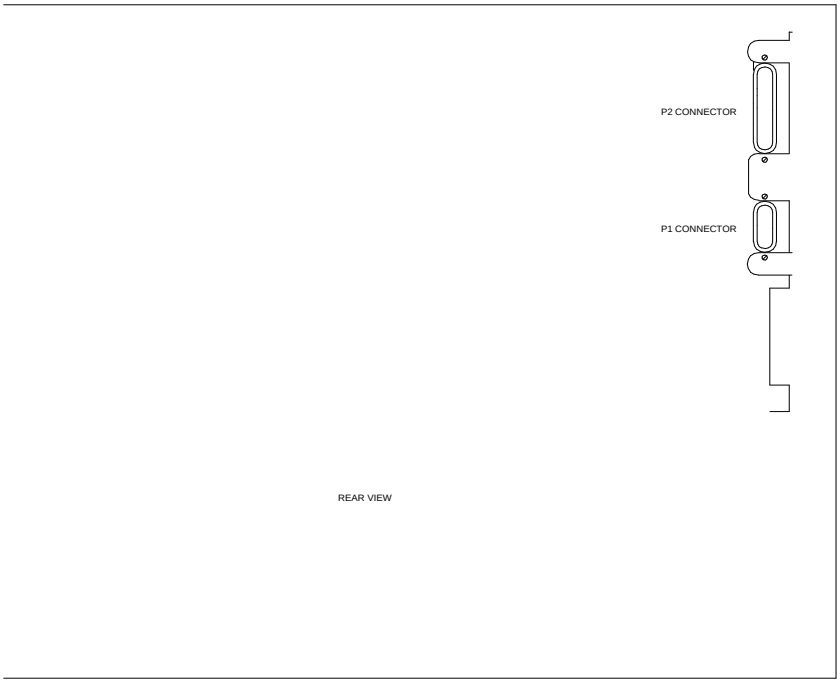

Figure 2-6. Location of P1 and P2 Connectors on DEFINITY Carrier
3. Connect the ‘‘P2’’ and ‘‘P1’’ (large and small) connectors to the ‘‘A’’ carrier (see Figure 2-6). If necessary, to get enough slack in the cables, cut the tie wrap holding the intercabinet cables from the upright in the area being installed. Snap the connector lock into place to ensure that the connection is properly made.